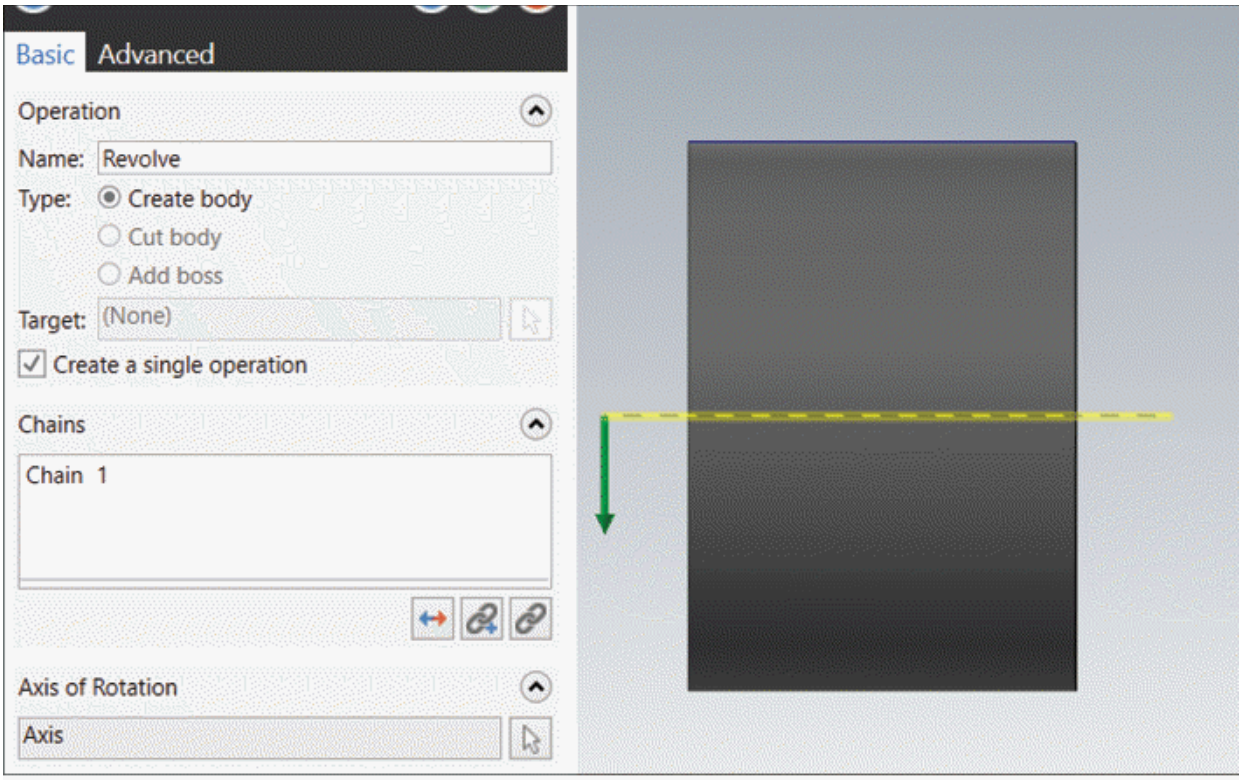

Figure-22. Preview of revolve solid feature
- Select desired line for axis. Preview of revolve feature will be displayed; refer to Figure-22.